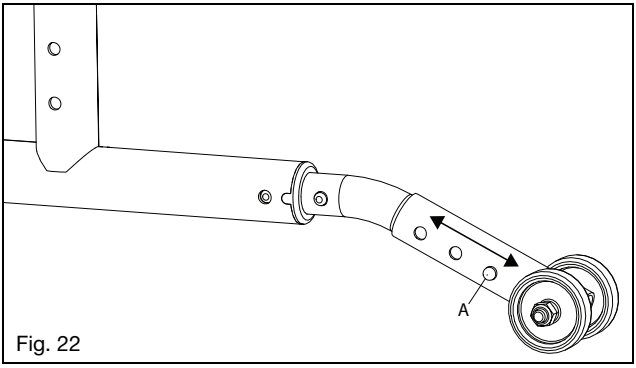

Fig. 22
1. Presione el botón de detención del tubo antivuelco superior (Fig. 22:A).